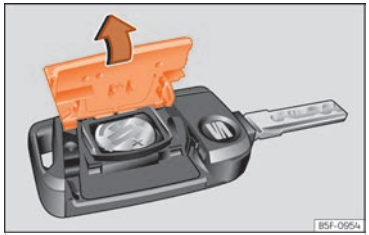

Fig. 47 Clau del vehicle: obertura de la tapa del compartiment per a la pila.
- Traieu la tapa a la part posterior de la clau del vehicle en la direcció de la fletxa ››› fig. 47 , ››› ⓘ.